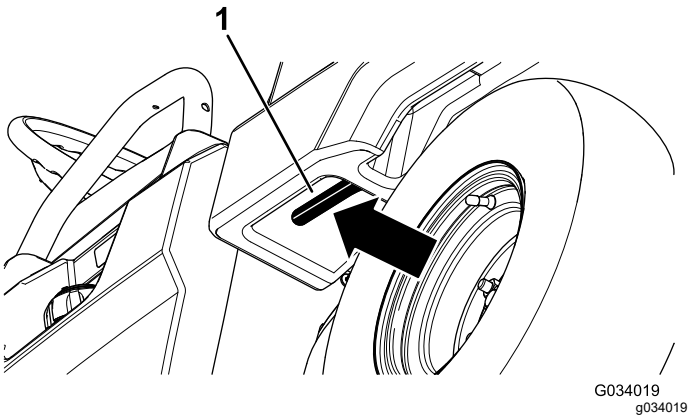

**Figur 15**
1. Træk håndtaget til venstre på ladets inderside mod dig, og løft ladet op (Figur 15).
1. Hæv ladet en anelse ved at løfte låsegrebet op (Figur 15).